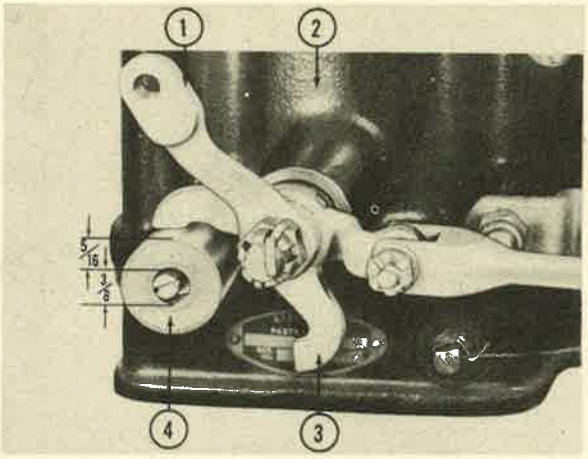

Figure 232A—Carburetor Throttle Control Arm
b. Check carburetor throttle control arms (1, figure 232a) for full-throttle position.